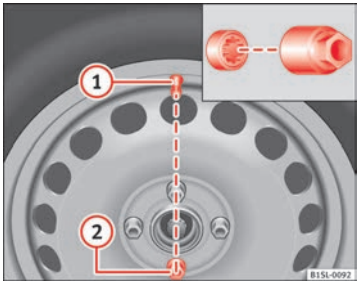

Fig. 137 Changing the wheel: Tyre valve ① and position of anti-theft wheel locking bolt ②.
For wheels with full hubcap, the anti-theft wheel lock must be threaded into position ⇒ fig. 137 (2) before mounting the hubcap. Otherwise it will not be possible to mount the full hubcap.
- Insert the adapter onto the wheel bolt ⇒ fig. 137. Push it on as far as it will go.